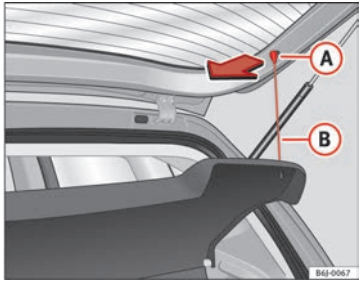

Fig. 89 Rear shelf
– Disengage the loops ⇒ Fig. 89 (B) from the retaining pins (A)